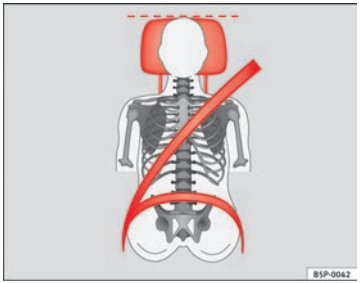
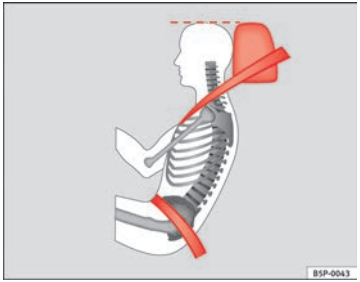

**Fig. 90 Front view: head restraints and seat belts correctly adjusted**
**Fig. 91 Side view: head restraints and seat belts correctly adjusted**
– Adjust the head restraint so that the top is at the same level as the top of your head or as close as possible to the same level as the top of your head, at least at eye level ⇒ Fig. 90 and ⇒ Fig. 91.